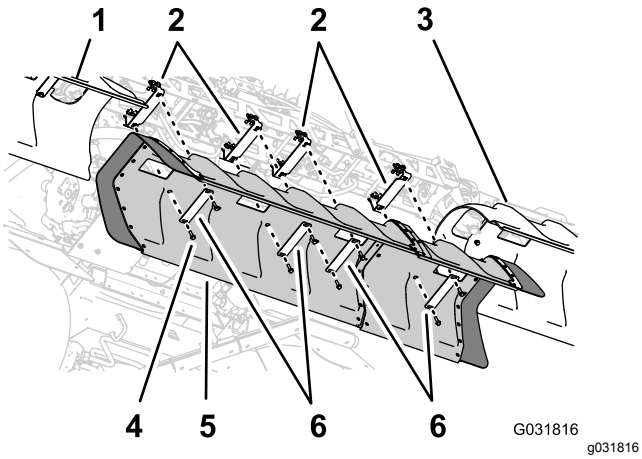

Rysunek 154
1. Ustaw otwory w pokrywie środkowej sekcji równo z otworami we wspornikach pokrywy środkowej sekcji (Rysunek 154).
2. Ustaw otwory w 2 paskach pokryw zdemontowanych w kroku 1 procedury 6 Demontaż pokrywy sekcji środkowej (11-dyszowej) opcjonalnego zestawu wysięgnika zakrytego (Strona 18) równo z otworami w pokrywie i 2 wspornikami montażowymi (Rysunek 154).
4. Ustaw otwory w 2 paskach pokrywy (część Toro nr 120-0629) równo z pozostałymi 4 otworami w pokrywie i pozostałymi 4 otworami we wspornikach (Rysunek 154).
5. Zamocuj paski pokrywy i pokrywę do wsporników (Rysunek 154) używając 4 śrub kołnierzowych (5/16 x 1¼ cala — część Toro nr 323-36).